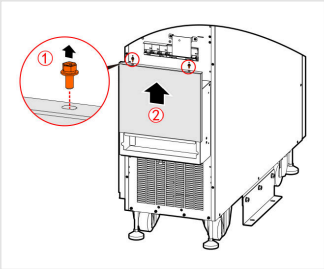

FIGURE 5-4 Step 3 — remove the wiring cover
3. Remove the wiring cover: unscrew its bolts, then slide the cover upward (Figure 5-4).
4. Connect the ground (PE) cables of the input, bypass and output **first**, to the PE bar below the terminal block.